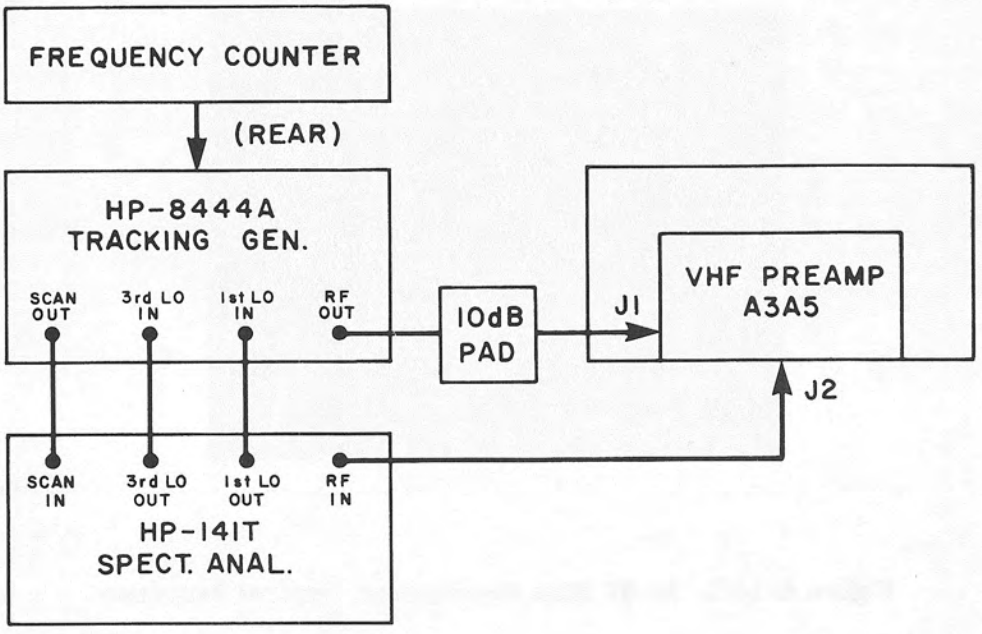

Figure 4-14. VHF Preamplifier Alignment, Equipment Connections
1. Extend the VHF Preamplifier module (A3A5) and connect the test equipment as illustrated in **Figure 4-14.**